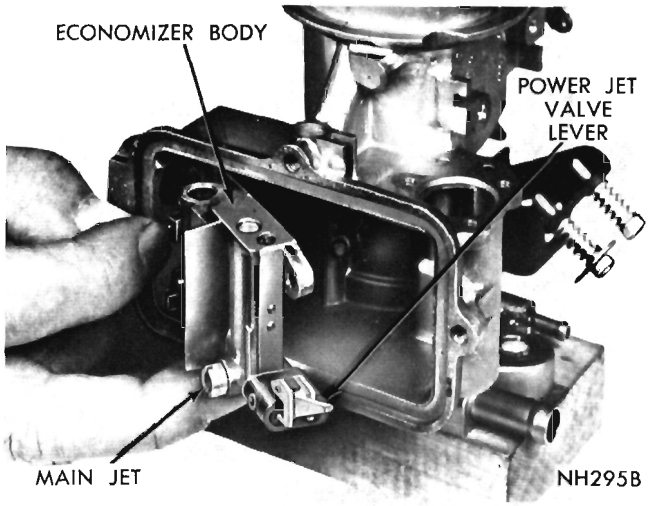

Fig. 6—Removing or Installing Economizer Body
(9) Remove screws that attach economizer body and plugs, then remove economizer body (Fig. 6).
(8) Turn carburetor with bowl opening up then position main well and economizer body in carburetor, (Fig. 6). Install screws and tighten securely.
(9) Engage choke link with choke lever and fast idle cam. Place cam in position, then install retaining screw. Tighten screw securely.
(10) Slide float into position over fulcrum pin and secure with retainer clip.
(11) Install fuel inlet needle, seat and new gasket. Tighten seat securely. Install float bumper spring. Check float setting as follows: